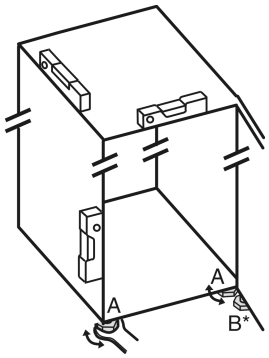

Fig. 45
▶ Izmantojot pievienoto uzgriežņu atslēgu un līmeņrādi, izskrūvējiet kājiņas *Fig. 45 (A)*, līdz ierīce ir noregulēta stabilā un taisnā stāvoklī.
▶ Izmantojot pievienoto uzgriežņu atslēgu, izskrūvējiet kājiņu *Fig. 45 (B)* no gultņa balsta, līdz tas atrodas uz grīdas.
▶ Kājiņu *Fig. 45 (B)* turpiniet griezt maksimāli par 90°, lai novērstu durvju sabojāšanu.